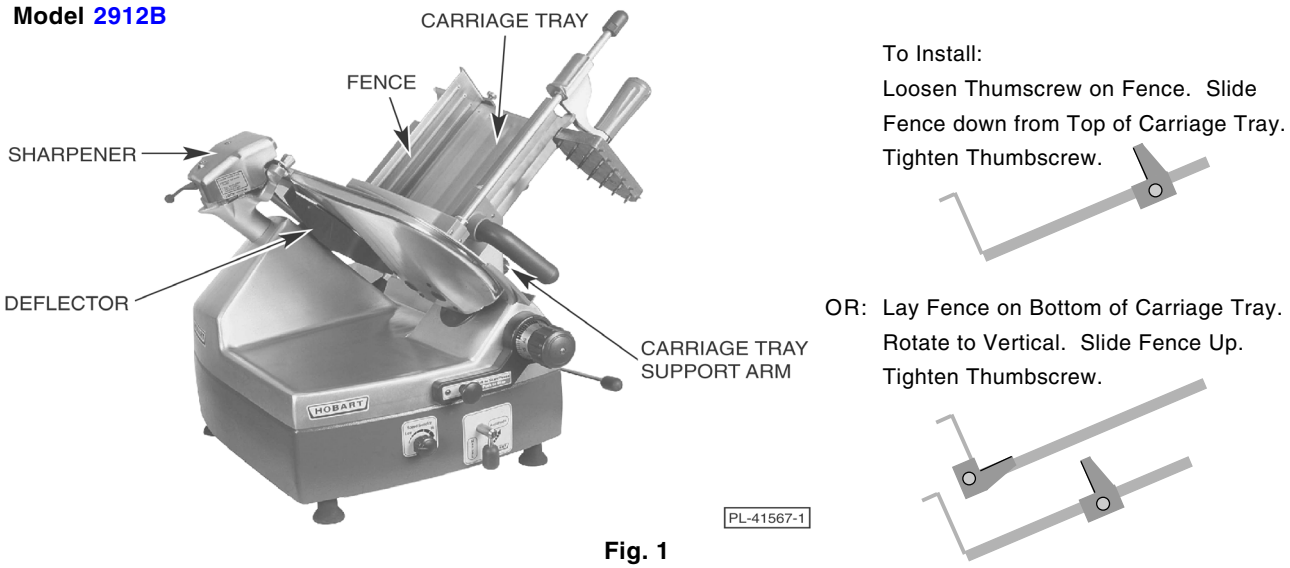
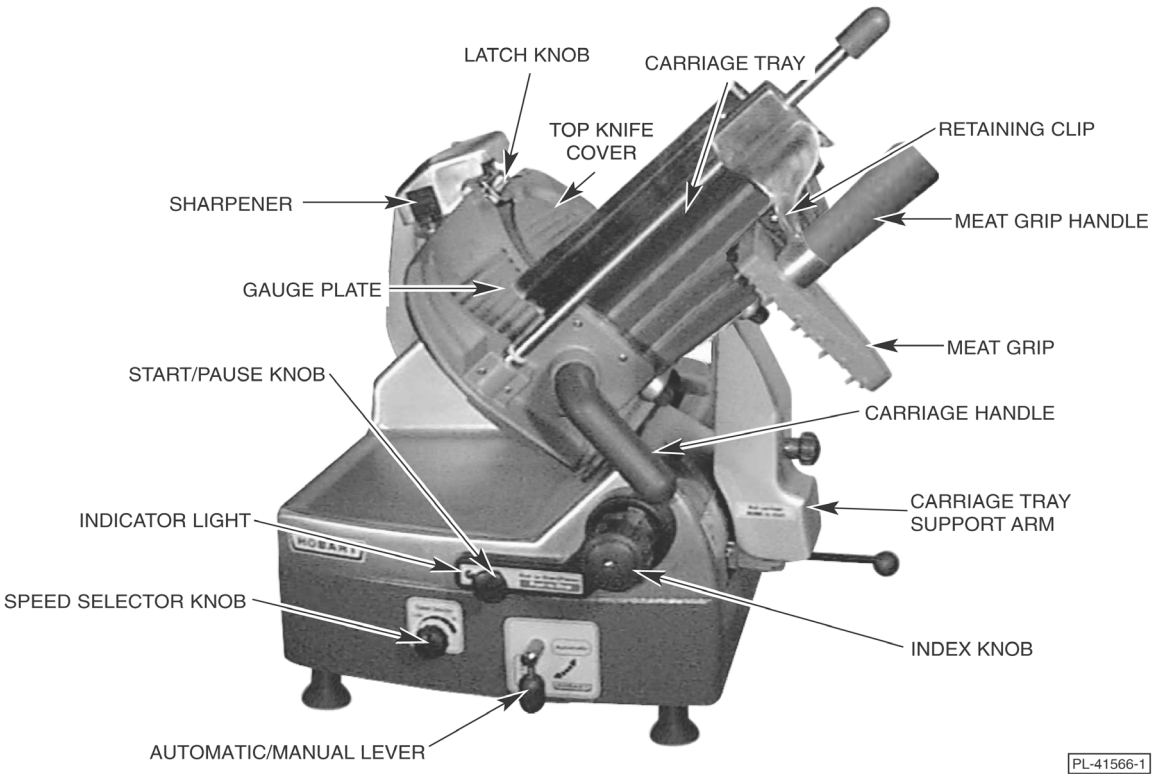
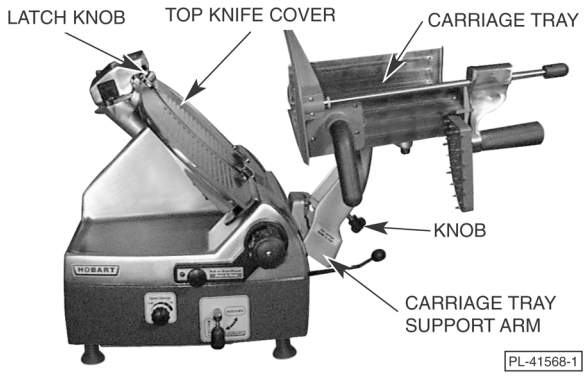
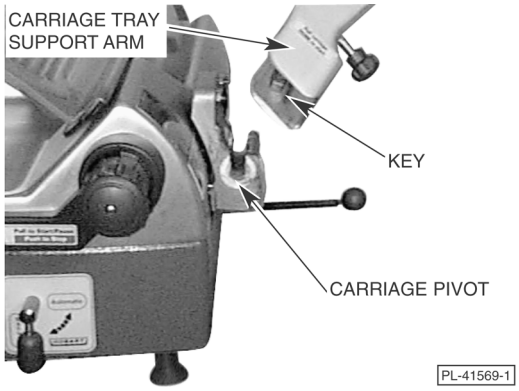

Fig. 1
Fig. 2
Fig. 3
Fig. 7
Assemble the Carriage Tray Support Arm to the slicer by inserting the Key in the Carriage Pivot (Fig. 7); turn the Knob on the Carriage Tray Support Arm (Fig. 3) clockwise until tight. Refer to page 7 for assembly information.
The Sharpener should already be mounted on top of the slicer and locked to its bracket (Fig. 1).
The Top Knife Cover should already be in place and secured with its Latch Knob (Fig. 2).
The Deflector (Fig. 1) should already be mounted below the Knife.
The Fence (Fig. 1) can be clamped on the Carriage Tray to limit product movement during slicing.
The Top Knife Cover (Fig. 2) must be in position and secured with the Latch Knob (Fig. 2). The Ring Guard is not removable. The Deflector (Fig. 1), mounted below the slicer knife, can be removed for cleaning.
The Meat Grip (Fig. 2) must be used when slicing short ends to keep your hand(s) away from the knife.
When the slicer is not running, the Index Knob (Fig. 2) must be turned below zero (fully clockwise). The Gauge Plate will then cover the knife edge.
With the Gauge Plate fully closed and the Automatic/Manual Lever (Fig. 2) in the Manual position (down), pull the carriage all the way toward the operator end of the machine (Home position).
To adjust the Fence: Loosen the thumbscrew (Fig. 1); slide the Fence so it is close to the product but not pushing against it; retighten the thumbscrew.
Set the Meat Grip against the product. The Meat Grip should be used when slicing. If using the optional food chute, the Meat Grip is not needed. It may be stored out of the way by sliding it to the top of its travel, rotating it under the Carriage Tray and allowing it to rest in the Retaining Clip (Fig. 2).
Adjust the Gauge Plate by turning the Index Knob (Fig. 2) to obtain the desired slice thickness. The numbers on the Index Knob do not indicate actual measurements but may be used for reference to duplicate slice thickness. Make sure the carriage is all the way toward the operator (Home position).
Turn the slicer on by pulling the Start/Pause Knob (Fig. 2) until the slicer starts, and then release the knob. The Indicator Light is lit. If the Gauge Plate is not open before the Start/Pause Knob is pulled, the slicer will not continue to run when the Start/Pause Knob is released.
Use the Carriage Handle (Fig. 2) to move the carriage back and forth to slice manually.
Turn the Speed Selector Knob (Fig. 2) to the desired speed. The speed can be adjusted to any of the six speeds at any time.
- To Start slicing — pull the Start/Pause Knob (Fig. 2) until the slicer starts, and then release it. The slicer knife motor and carriage drive unit will start, and the Indicator Light beside the Start/Pause Knob is lit. If the Gauge Plate is not open before the Start/Pause Knob is pulled, the slicer will not continue to run when the Start/Pause Knob is released.
- To Pause — pull the Start/Pause Knob (Fig. 2) again, and then release it. The carriage will complete its cycle, returning to the Home position, and the slicer knife will stop. The Indicator Light goes off.
- To Resume slicing — pull the Start/Pause Knob (Fig. 2) again, and then release it.
To clean the Carriage Tray, close the Gauge Plate and pull the Carriage all the way toward the operator. Unscrew the Knob on the Carriage Tray Support Arm (Fig. 3). Tilt the Carriage Tray to the right until almost horizontal (Fig. 3). The Carriage Tray Support Arm can be cleaned while in this horizontal position, or it can be removed by grasping with both hands and lifting straight up. Once removed, the Carriage Tray Support Arm can be cleaned in a sink.
Remove the Top Knife Cover by rotating the Latch Knob (Fig. 3) counterclockwise and lifting it free of the guide pins. Remove the Deflector (Fig. 1) from its mount below the slicer knife by rotating it outward, away from the knife. Clean both Top Knife Cover and Deflector with warm soapy water in a sink. Rinse with clean water.
NOTE: The last three digits of the slicer serial number are etched on the Key (Fig. 7). Make sure the Carriage Tray Support Arm stays with its own slicer, otherwise proper clearances may not be maintained.
To reinstall the Carriage Tray Support Arm: Hold it with both hands and lower it so the Key at the bottom of the Support Arm fits into the slot of the Carriage Pivot (Fig. 7). The Carriage Tray should rest almost horizontal (Fig. 3). Return the Carriage Tray to the Gauge Plate by tilting to the left. Turn the Knob on the Carriage Tray Support Arm clockwise until tight.